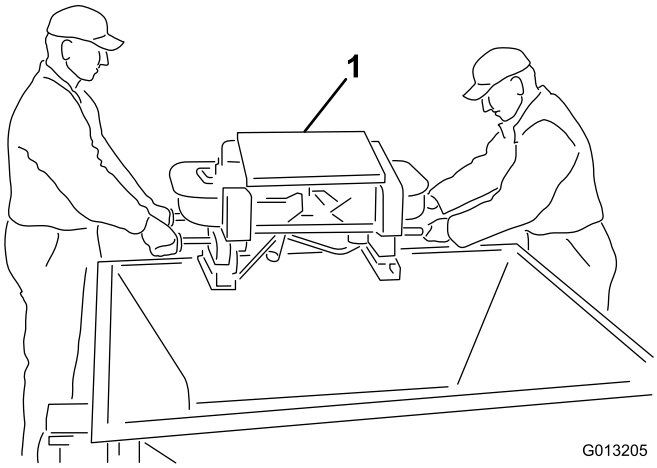

Figuur 5
4. Om deze stap uit te voeren, zijn twee mensen nodig. Til de dubbele spinner uit de hopper met behulp van de buitenste handvatten van de dubbele spinner. Plaats de dubbele spinner op de grond (Figuur 5).